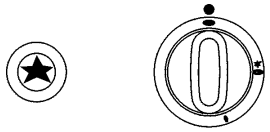

ABB. 1
Drücken Sie den für den gewünschten Brenner zuständigen Schalter und drehen Sie ihn gleichzeitig gegen den Uhrzeigersinn bis zum Maximum (große Flamme Abb. 1) und führen Sie ein entzündetes Streichholz an den Brenner.
Drücken Sie den für den gewünschten Brenner zuständigen Schalter und drehen Sie ihn gleichzeitig gegen den Uhrzeigersinn bis zum Maximum (große Flamme Abb. 1), daraufhin den Schalter für die elektrische Zündflamme "E" drücken und wieder loslassen.
Drücken Sie den für den gewünschten Brenner zuständigen Schalter und drehen Sie ihn gleichzeitig gegen den Uhrzeigersinn bis zum Maximum (große Flamme Abb. 1), in dieser Position den Schalter ganz eindrücken.
Bei mit einem Sicherheitsthermoelement ausgestatteten Brennern drehen Sie den Schalter gegen den Uhrzeigersinn bis zum Maximum (große Flamme Abb. 1), wenn Sie einen leichten Widerstand fühlen, drücken sie den Schalter und wiederholen Sie die oben aufgeführten Handlungen.
- Wenn das Wasser (oder die Speise) kocht, drehen Sie den Regulierungsschalter auf die Minimalposition (kleine Flamme Abb. 1).
- ***Die Entzündung der mit einem Sicherheitsthermoelement ausgestatteten Brenner kann nur erfolgen, wenn sich der Regulierungsschalter auf der Maximalposition befindet (große Flamme Abb. 1).***